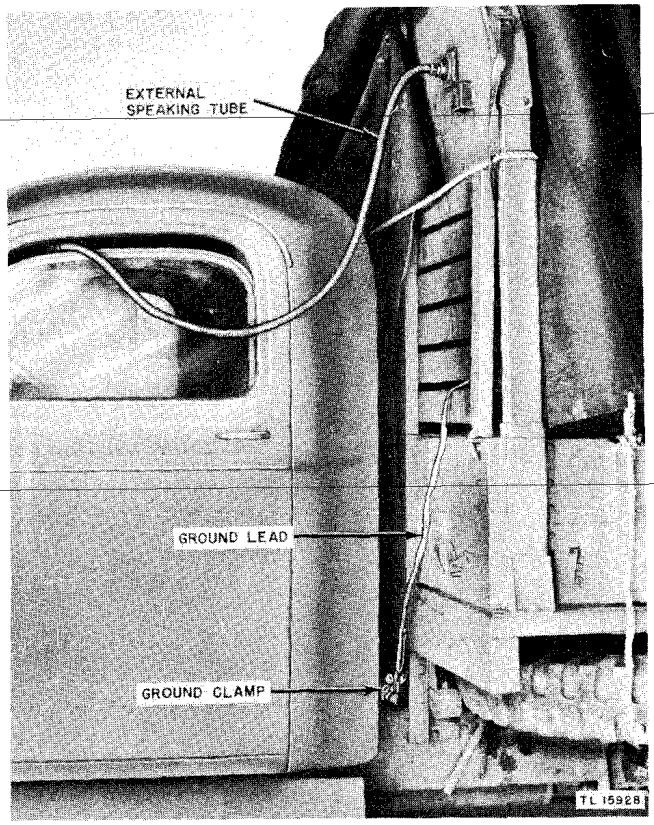

Figure 28. Speaking tube and ground lead from Shelter HO–17–A to truck.
(8) Attach the flexible section of the speaking tube to the fitting at the front of the shelter, and route the speaking tube into the left-hand truck window. (See fig. 28.) Hook the speaking tube mouthpiece inside the truck cab where it will be convenient to the driver.
(9) Attach one end of the ground strap to the terminal at the front of the shelter. If the truck has a metal body, bolt the other end of the ground strap to the nearest available point. If the truck has a wooden body, run the ground strap to the nearest point on the metal chassis and clamp it securely. (See fig. 28.) Connect an additional ground strap between the stud at the rear of the shelter and the steel frame of the truck.
(10) Couple the trailer to the rear of the truck and plug Cord CO–316 into the receptacle clamped in the bumper bracket.